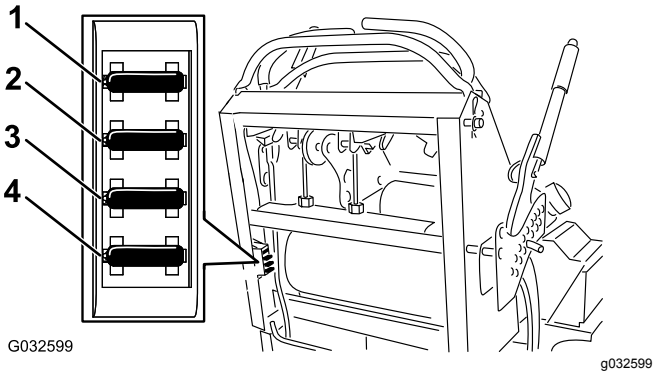

Figur 53
4. Træk sikringen ud, og udskift den (Figur 53).